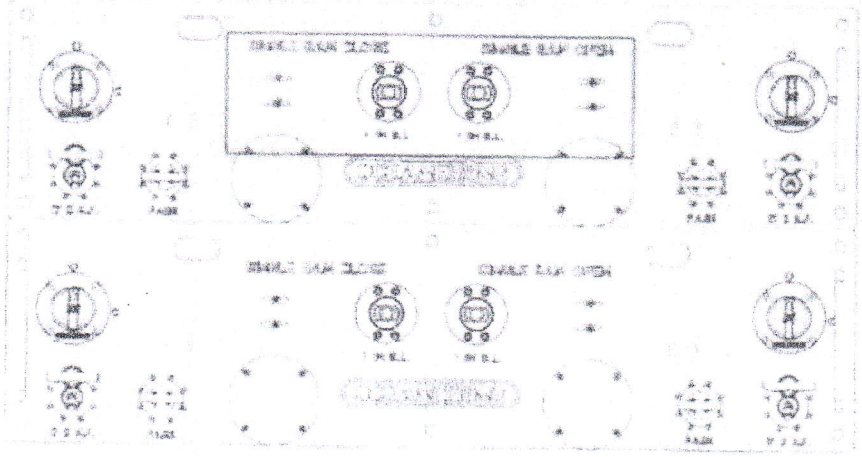

Figure 2: Upper Ram Open / Close Function
3. Fill the stack with drillwater, purge the air from the system. Use the rig hotline and a 17-D hotstab connected to the Upper Ram panel (Figure 2) to close upper blind/shear rams.